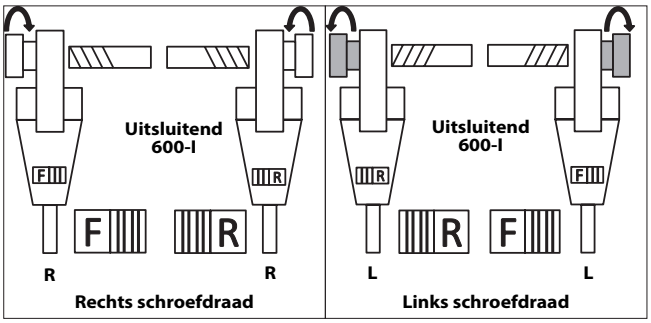

Figuur 10 – Schuifschakelaar/Draadsnijkopstand
7. Plaats de F/R-schuifschakelaar van de aandrijfmachine in de gewenste stand voor een rechts of een links schroefdraad. *Zie figuur 10.*